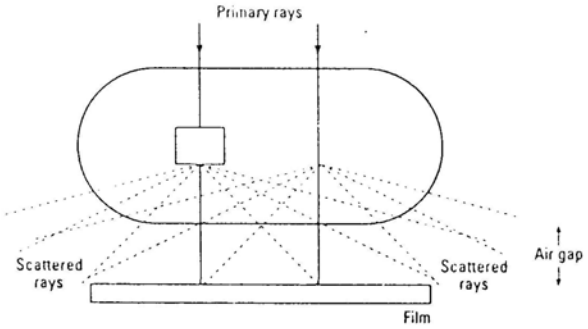

Fig. 2.6: Using an air gap between patient & film-screen.
- × If, as in ***Fig. 2.6***, the film-screen is moved some 30 cm away from the patient, much of the obliquely traveling scatter (shown dashed) misses it, and the contrast is improved.